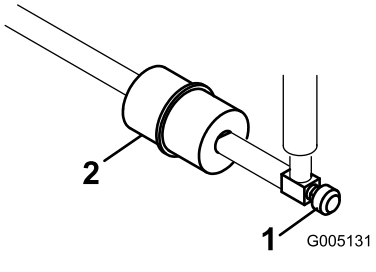

Figur 50
Et filter er bygget inn i drivstoffslangen mellom drivstofftanken og forgasseren (Figur 50). Skift filteret etter hver 800. driftstime, eller tidligere hvis drivstoffstrømmen forhindres. Pass på at pilen på filteret peker bort fra drivstofftanken.
1. Lukk bensinkranen, løsne slangeklemmen på forgassersiden av filteret og fjern bensinslangen fra filteret (Figur 50).
2. Plasser et tappefat under filteret, løsne den gjenværende slangeklemmen, og ta ut filteret (Figur 50).